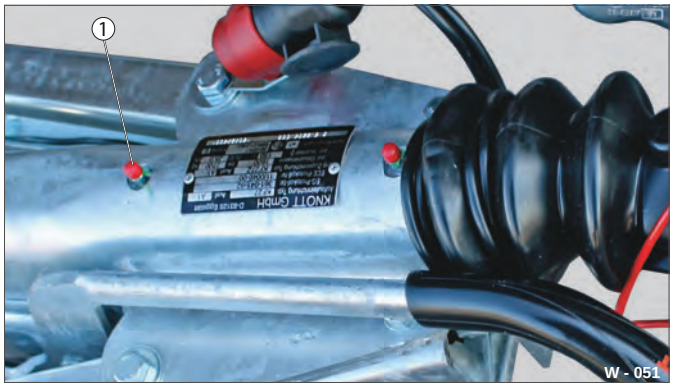

Fig. 40 Forberedelse af smørenipler
▶ Træk eventuelt kappen (Fig. 40 /1) af smøreniplerne.